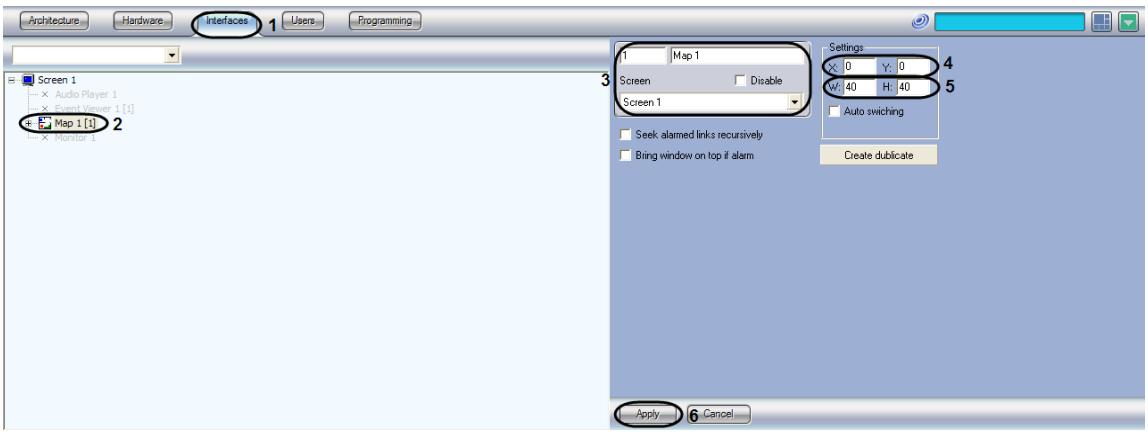

Figure 8.20-1 The Map object settings panel
2. Create a Map object under the Screen object in the tree, or choose an existing Map object (Figure 8.20-1).